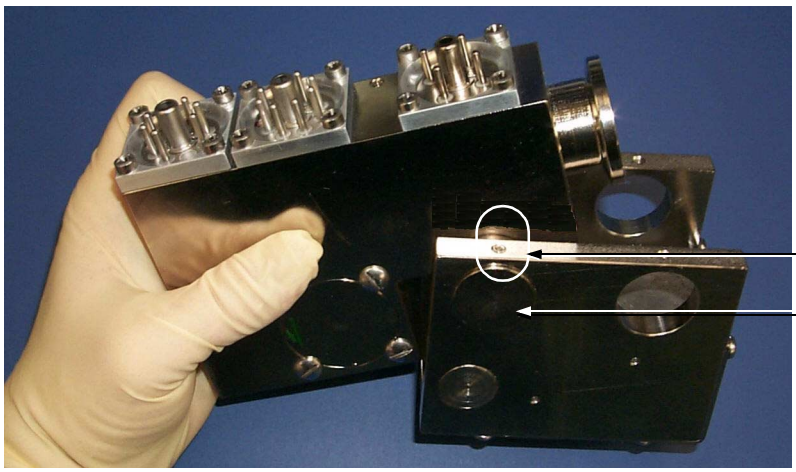

Figure 5-28 Sliding the Magnet Assembly off the Spectrometer Tube
2. Carefully slide the magnet assembly off of the spectrometer tube body (Figure 5-28).
If the magnet assembly does not slide off easily, it may be necessary to loosen the GA pole pieces using a 5-64 Allen wrench by backing out the 8-32 set screws located on both sides of the assembly (Figure 5-28). Do not remove the set screws and GA pole pieces completely.